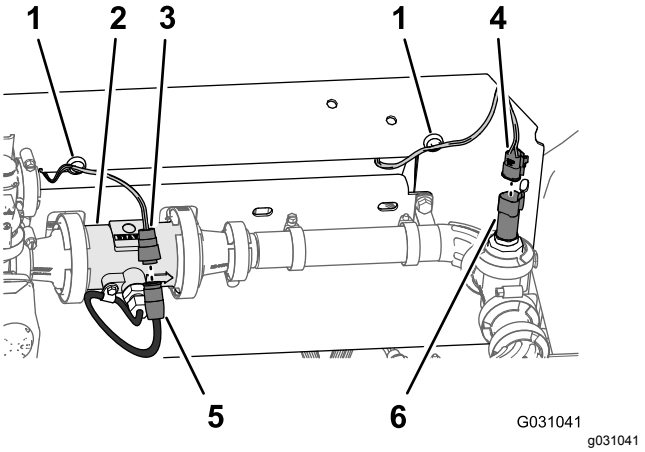

Figur 108
1. Før konnektorerne på 218,4 cm (86") og 75,5 cm (31") afgreninger af ledningsnettet mærket **Flow Meter** (gennemstrømningsmåler) og **Pressure Transducer** (tryktransducer) bagud på manifoldbeslaget (Figur 108).
2. Tilslut konnektoren med 3 sokler på 75,5 cm (31") afgreningen af ledningsnettet til gennemstrømningsmåleren (ikke afmærket) til konnektoren med 3 ben på ledningsnettet til gennemstrømningsmåleren (Figur 108).
3. Sæt konnektoren med 3 sokler på 218,4 cm (86") afgreningen af ledningsnettet til den afmærkede **Pressure Transducer** (tryktransducer) i konnektoren med 3 ben på tryktransduceren (Figur 108).
4. Sæt magnet-ledningsankrene til gennemstrømningsmåleren og tryktransduceren fast på manifoldbeslagets overflade (Figur 108).